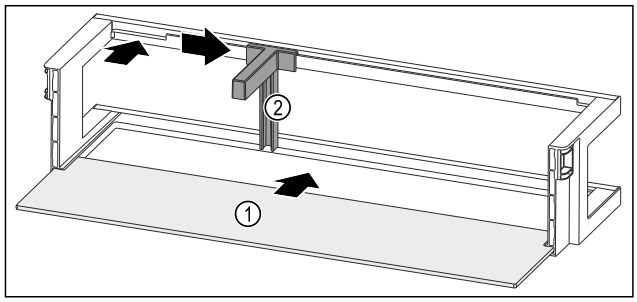

Fig. 114 Door racks with shelf
▶ Push the shelf *Fig. 114 (1)* into the side cutouts.
▶ Insert the bottle holder *Fig. 114 (2)* into the recess.
▶ Push the bottle holder *Fig. 114 (2)* to the side into the desired position.